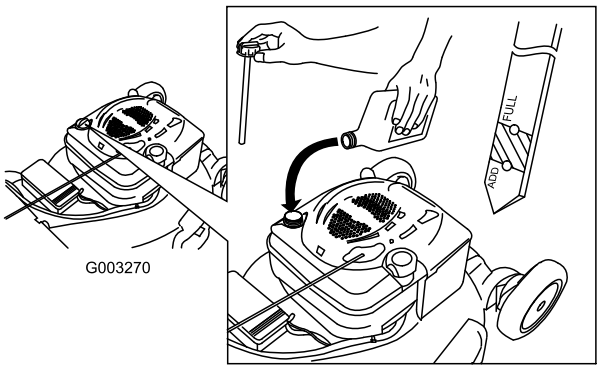

Figur 39
4. Hæld **langsomt** olie i oliepåfyldningsrøret, indtil oliestanden når op til linjen Full (fuld) på målepinden (Figur 39). **Fyld ikke for meget på.** (Påfyld maks.: 0,59 l, type: SAE 30 selvrensende olie med API-serviceklassifikation SF, SG, SH, SJ, SL eller højere.)